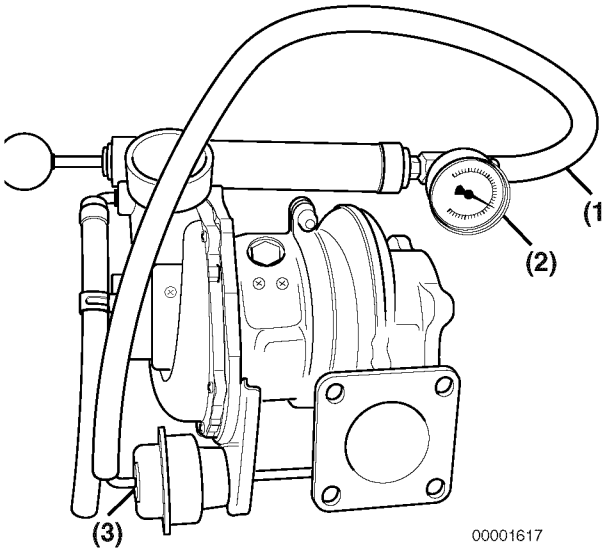

Figure 10-6
1. Connect a hand-operated air pump to the waste gate actuator pipe **(Figure 10-6, (1))**. The pump should be equipped with a 30 psi (0.21 MPa; 2.21 kgf/cm^2) pressure gauge **(Figure 10-6, (2))**, and a pressure release valve to release any pressure pumped into the system. (Similar pumps are used to check for leaks in marine gear cases.)
2. Apply 17 psi (0.12 MPa; 1.2 kgf/cm^2) to the waste gate actuator **(Figure 10-6, (3))** circuit. Observe if the waste gate valve is open fully. If the waste valve does not open fully, replace the turbocharger or have it repaired by a qualified repair facility.